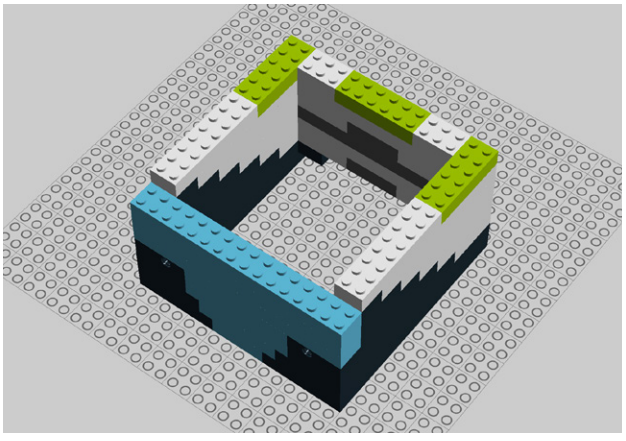

Figure 9-37. *Step 32: Adding three 2x6 bricks*
32. Add three 2x6 bricks as shown in Figure 9-37.